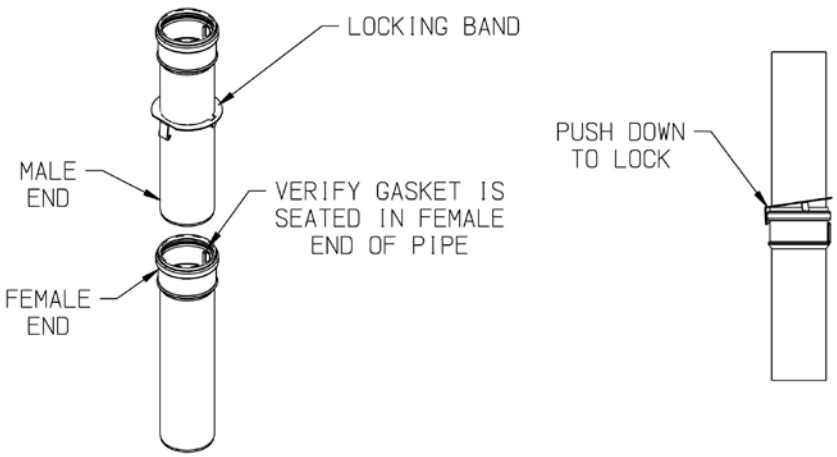

Figure 7.34: PolyPro Locking Band Installation
c. For each joint, verify that the gasket is evenly seated in the bell (female) end of the pipe. Lubricate this gasket with water. Slide a locking band over the male end of the pipe to be joined as shown in Figure 7.34. Push the male end of the next section of pipe into the bell until it bottoms out, then back out 1/4-5/8" to provide room for thermal expansion. Push barb on locking band over the bell end of the first section of pipe as shown in Figure 7.34.